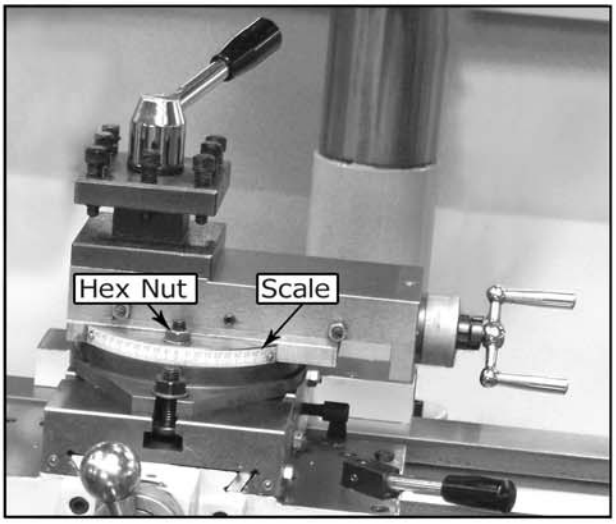

Figure 6: Compound rest, scale, and handwheel.
1. Loosen the hex nuts, one on each side of the compound rest (see Figure 6).